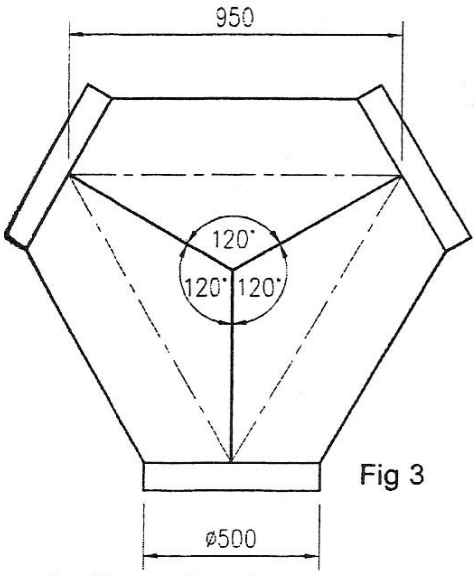

Fig 3
3. Fig. 3 shows the elevation of three gusset pieces identical in shape and size and symmetrical about a common centre, forming a junction piece. Develop the full template for one gusset piece. Scale: 1: 10.